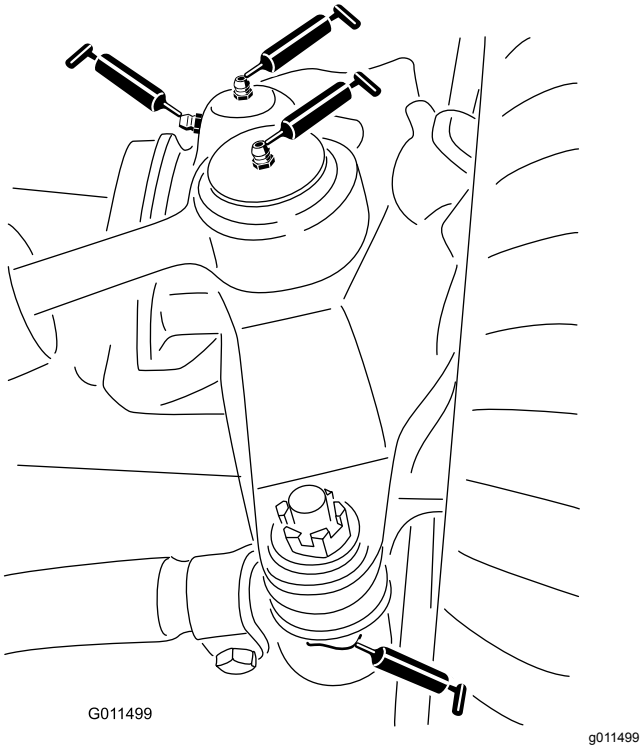

Figur 44
- 2 styretøjscylinderens kugleled (Figur 44)
- 2 forbindelsesstangs kugleled Figur 44
- 2 styreboltsbøsninger (Figur 44).